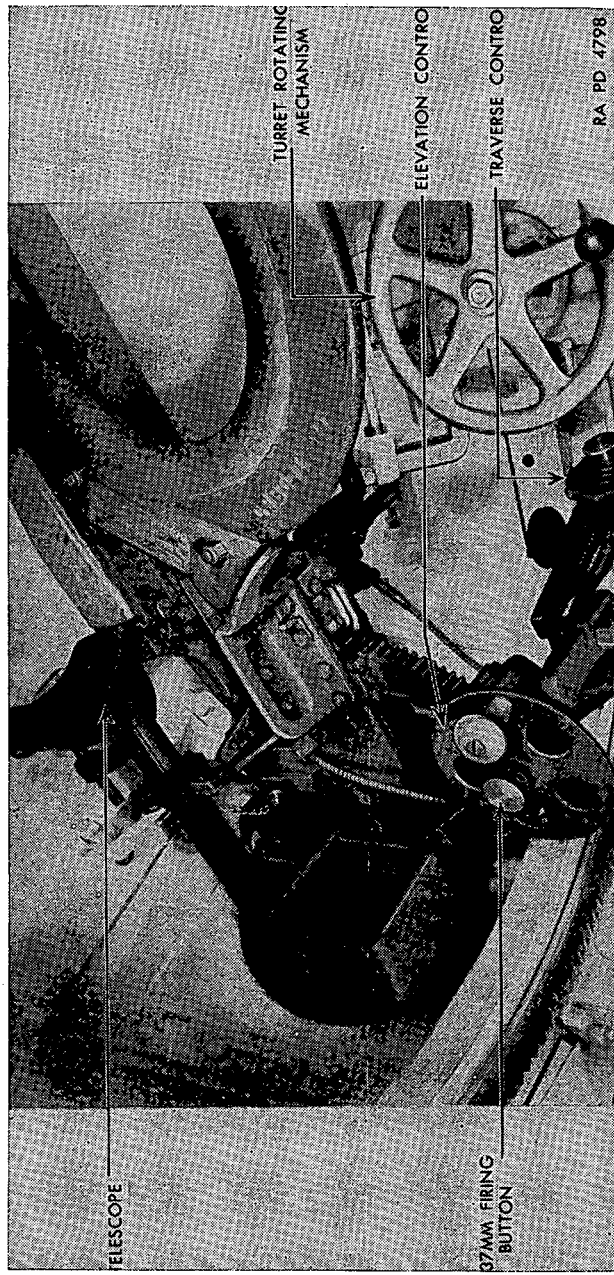

FIGURE 15.—37-mm gun mount, left side.
a. Combination gun mount M22 (figs. 15 and 16).—This gun mount is located in the turret and mounts a 37-mm and a cal. .30 machine gun. These are mounted together and move as one unit. The 37-mm gun is fired by depressing the plunger located in the hub of the elevating handwheel. Elevation up to 20° may be obtained by turning the elevating handwheel (fig. 15) toward the operator; a maximum of 10° of depression is obtained when the handwheel is turned in the opposite direction. A hand-operated traverse control handle on the right side of the gun provides 10° of traverse to the right or left. Clockwise rotation of the control handle traverses the gun to the right; anticlockwise to the left. A full 360° of traverse may be had by rotating the turret. The machine gun is fired by depressing the plunger in the center of the traversing handwheel. Both the 37-mm gun and the machine gun are operated by the turret gunner.
34. Sighting equipment.—A telescope sight is provided on the 37-mm combination gun mount (fig. 15). It is secured to the mount by a bracket and is equipped with a rubber face piece.